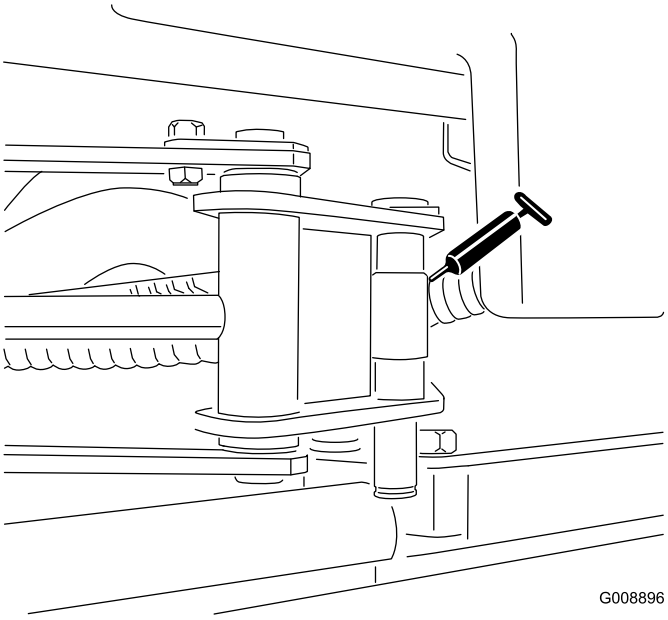

Figur 52
- Sylinderender på siden (2: kun modell 03170) (Figur 52)